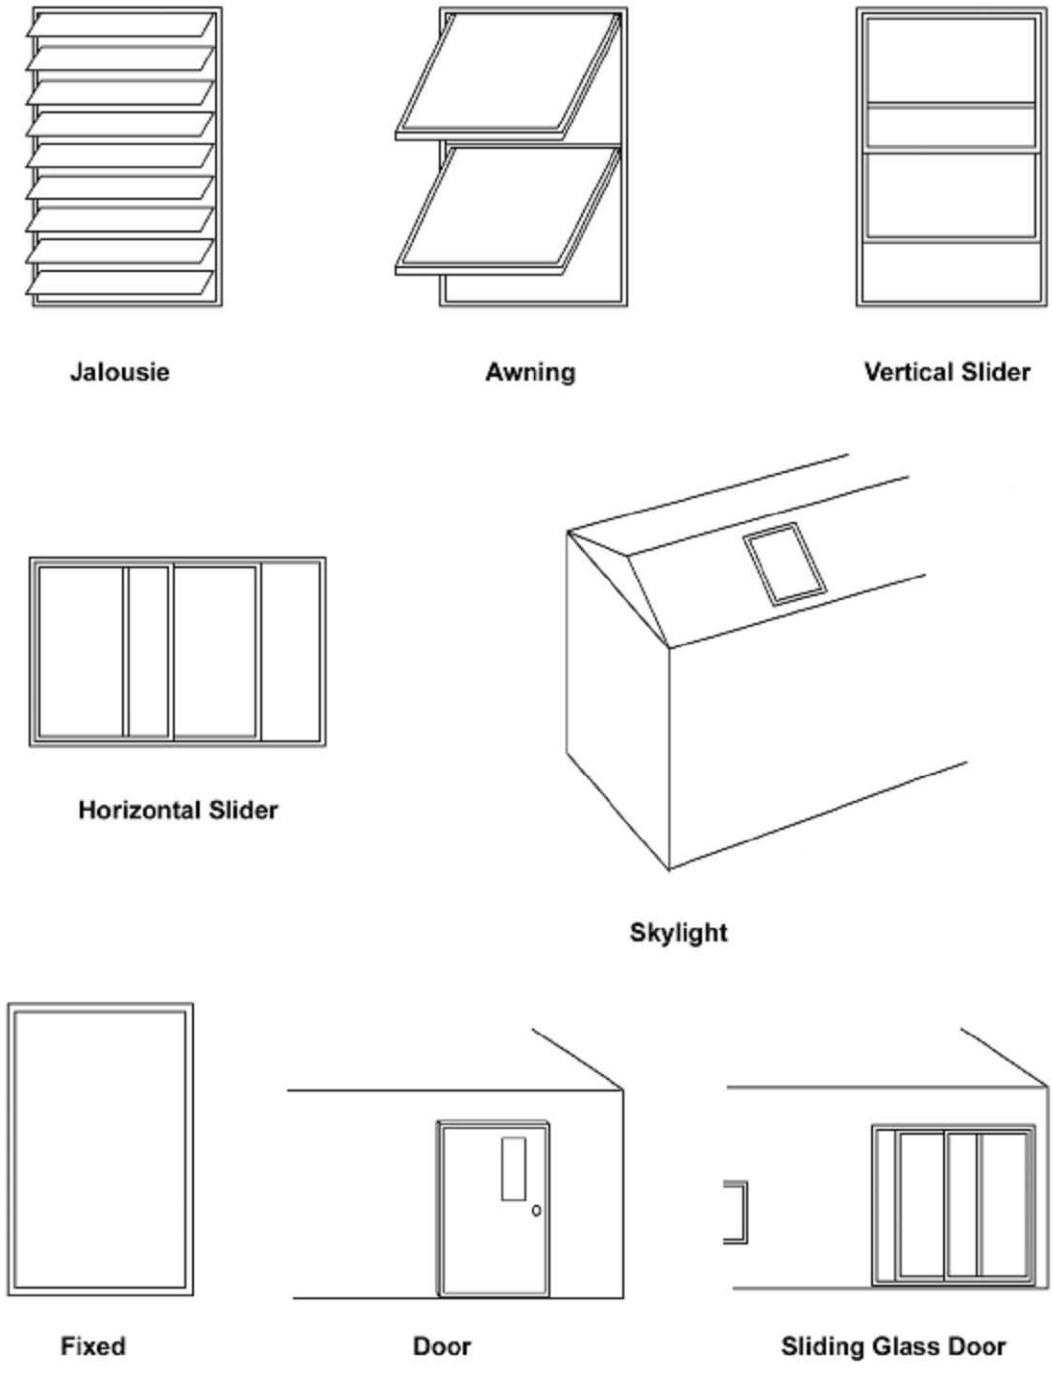

Figure 10.4. Basic types of windows.
- **Window Type** − Select what basic type of window this is. The choices are Jalousie, Awning, Slider, Fixed, Door Window, Sliding Glass Door, and Skylight. These choices are shown in Figure 10.4 and described below. MHEA does not use the window type in any of its calculations, except to exclude those of type "Sliding Glass Door" and "Door Window" from being considered for replacement. Otherwise, this entry is provided for your benefit, so that you can clearly identify and recall the type of window being described. In addition, you can better determine the correct entry for the Leakiness field described below if you know the window type. *Required*.